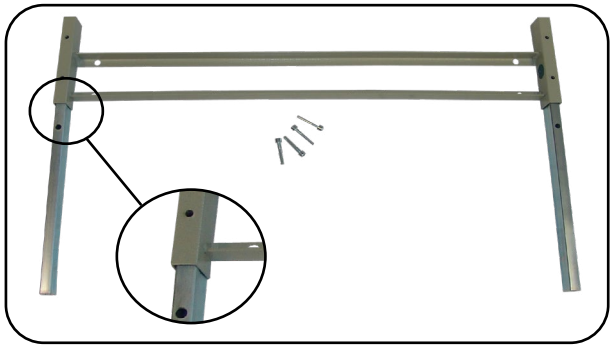

Abb. 6.6.03 – Steckinnenrohre in Bettverlängerung positioniert
2. Positionieren Sie die zwei Steckinnenrohre in der Bettverlängerung (Abb. 6.6.03).